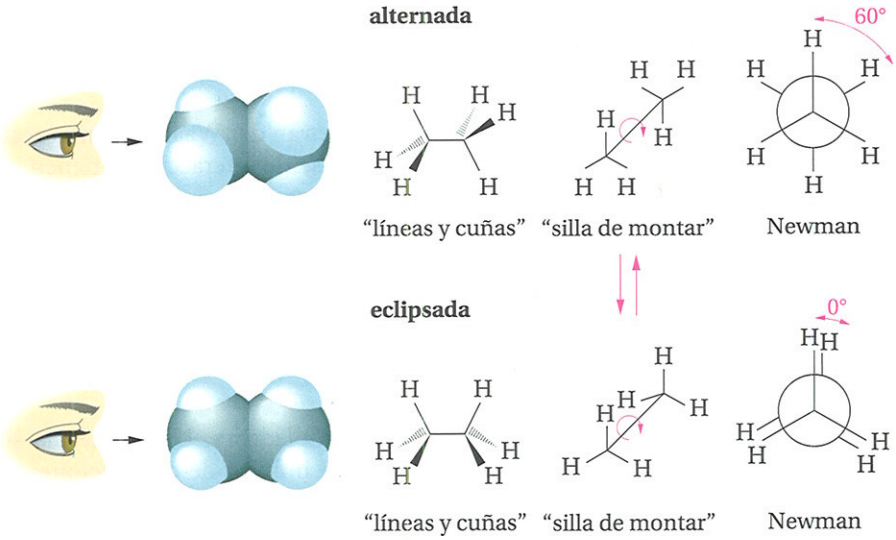

FIGURA 2.5
La forma de las moléculas afecta a menudo a sus propiedades. Una molécula simple como el etano, por ejemplo, puede tener un número infinito de disposiciones, como consecuencia de la rotación sobre un átomo de carbono (y los hidrógenos unidos a él) con respecto a otro átomo de carbono. Estas disposiciones reciben el nombre de **conformaciones** o **confórmeros.** Los confórmeros son **estereoisómeros,** es decir, isómeros en los que los átomos se conectan en la misma secuencia, pero con diferente disposición espacial. En la Figura 2.5, se muestran dos posibles confórmeros para el etano*.
*Construya un modelo en 3D del etano (usando los modelos moleculares) y úselos como ha leído en esta sección para modelar las conformaciones alternadas y eclipsadas que se muestran en la Figura 2.5.